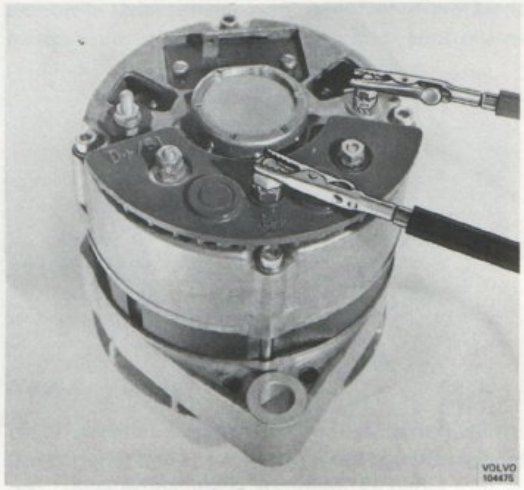

Bild 42. Kontroll av generator efter renovering
6. Anslut testlampan mellan B+ och generatorstommen, koppla om anslutningarna. Lampan ska lysa bara i den ena riktningen, bild 42.